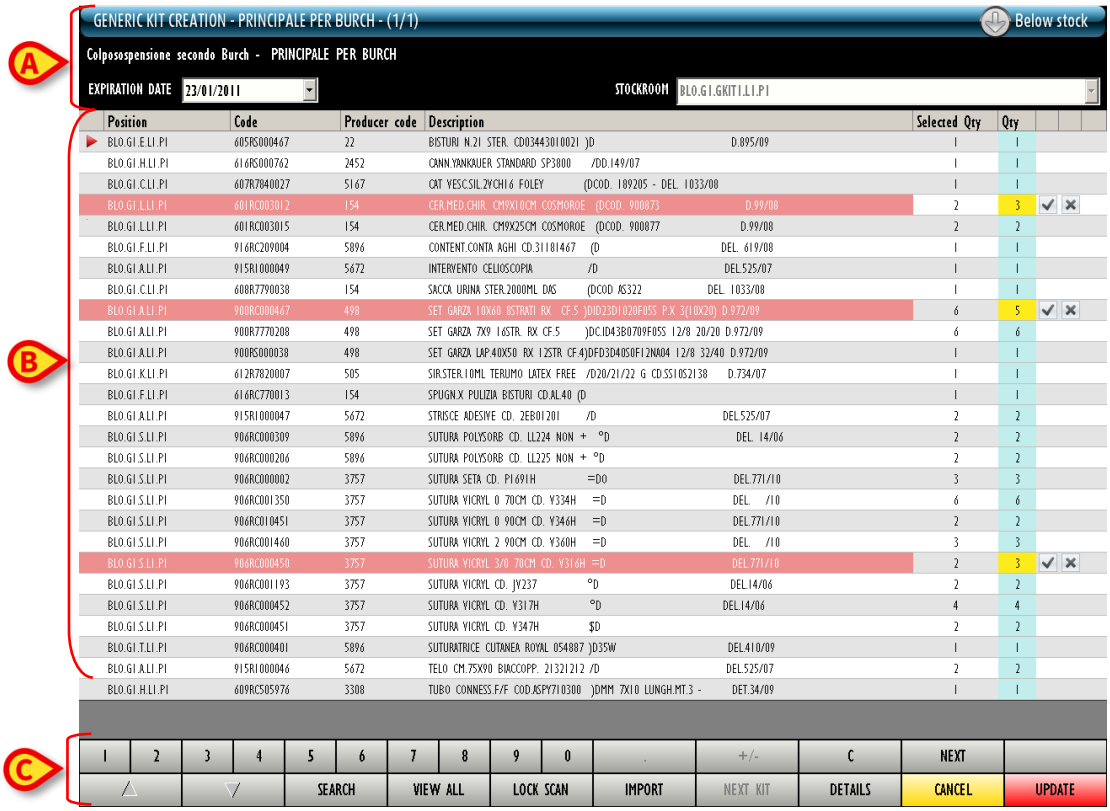

Fig 223
The generic kit creation screen, shown in Fig 223, is formed of three main areas:
- the header (Fig 223 **A**);
- the data area (Fig 223 **B**);
- the command bar (Fig 223 **C**).
The data area shows the list of resources that are progressively recorded and inserted in the kit. The resources are listed in a table (Fig 223 **B**).